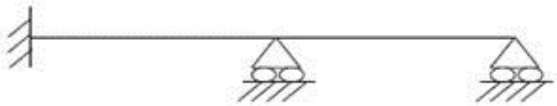

Fig.3
8. Find the degree of static indeterminacy for the beam shown in **Fig.3**.